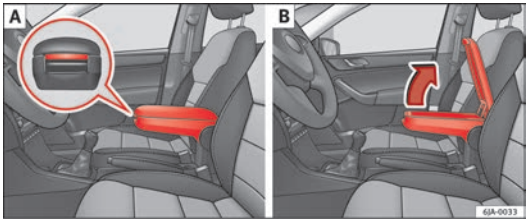

Fig. 71 Armrest/Opening and closing the storage compartment
– Press the button located on the front of the armrest ⇒ Fig. 71 - [A].
– Lift the storage compartment lid ⇒ Fig. 71 - [B]. ■